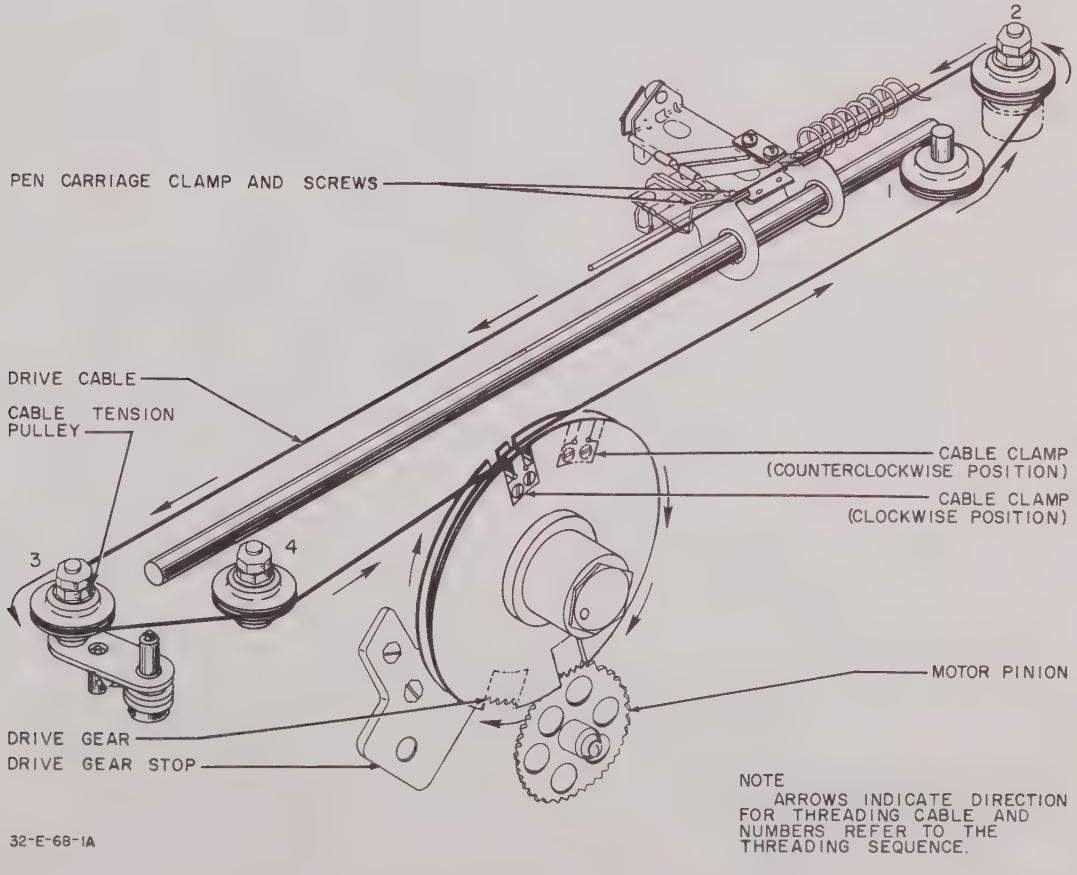

Figure 1. Straight slidewire drive cable, installation diagram.
**a. Removal** (refer to fig. 1).
(1) Swing the chassis out of the case and remove the gear housing cover plate from the left-hand side casting.
(2) Turn the balancing motor pinion clockwise until the large drive gear hits the stop.
(3) Loosen, but do not remove, the cable clamp screws on the drive gear cable drum.